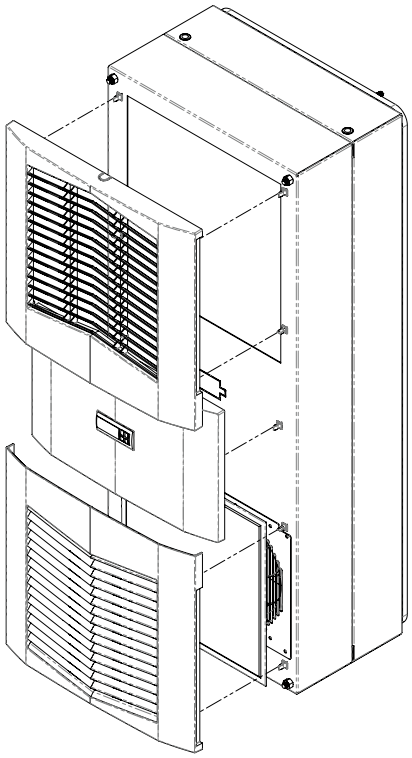

Ilustración 3
1. Extraiga con cuidado la rejilla con aberturas de ventilación y, en los casos en los que sea aplicable, retire el panel central del gabinete jalando hacia delante. Consulte Ilustración 3 en la página 9.